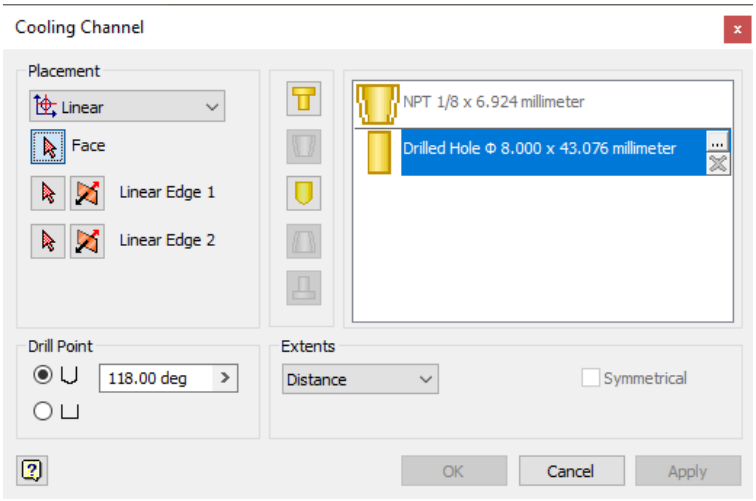

Figure 19-70 *The* ***Cooling Channel*** *dialog box*
1. Choose the **Cooling Channel** tool from the **Runners and Channels** panel in the **Mold Layout** tab of the **Ribbon**; the **Cooling Channel** dialog box is displayed, refer to Figure 19-70 and you are prompted to select a face for specifying the position of the cooling channel.